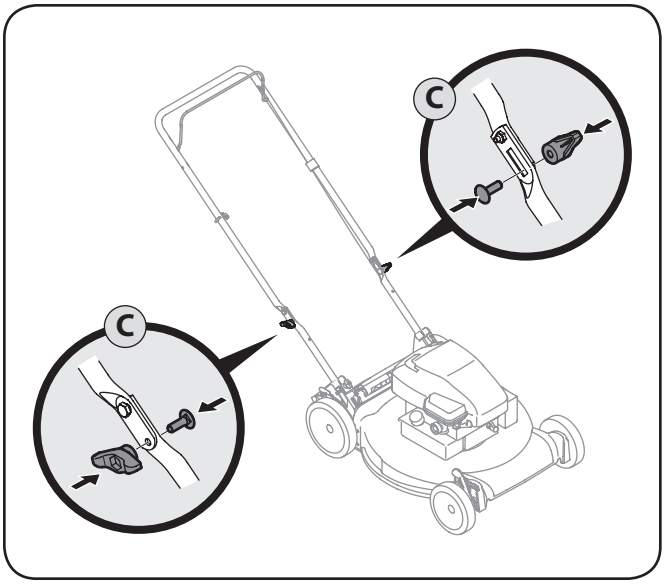

Figura 3-5
c. Vuelva a colocar tuercas y pernos de transporte retirarse antes en una reducción de los agujeros de la manija como se muestra en la figura. 3-5.